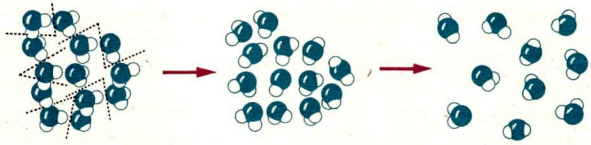

Abb. 44 Modelle zum Bau von Wasser in drei Aggregatzuständen (fest, flüssig, gasförmig)
Molekülen im Molekülkristall leicht überwunden. Die Molekülkristalle werden zerstört, die Moleküle sind dann nicht mehr regelmäßig angeordnet. Im flüssigen und im gasförmigen Aggregatzustand der Stoffe sind die Moleküle gegeneinander beweglich (Abb. 44). Deshalb haben Molekülkristalle gewöhnlich eine geringe Festigkeit und eine niedrige Schmelztemperatur. Es gibt auch Stoffe, zum Beispiel Wasserstoff, Sauerstoff, Stickstoff, deren Molekülkristalle schon weit unterhalb der Temperatur von 0 °C zerfallen sind und die deshalb als Gase mit frei beweglichen Molekülen auftreten. ①
① Erläutere die Änderung des Aggregatzustandes von Wasser anhand der Abbildung 44! Kennzeichne die Teilchen und die Wechselwirkungen zwischen ihnen!
② Vergleiche Stoffe, die durch Symbole gekennzeichnet werden, bezüglich ihres Baues!
③ Wodurch unterscheiden sich die durch Formeln gekennzeichneten Stoffe Wasserstoff, Natriumchlorid und Wasser voneinander?
④ Die Atome der Elemente Sauerstoff, Schwefel und Kalium haben die Protonenanzahlen 8, 16 und 19. Gib die Anzahl der Elektronen und ihre Anordnung in der Atomhülle an!
⑤ Nenne Beispiele für ein-, zwei- und dreifach elektrisch positiv geladene und elektrisch negativ geladene Ionen! Beziehe in die Überlegungen zu elektrisch negativ geladenen Ionen auch zusammengesetzte Ionen mit ein!
⑥ Kombiniere die chemischen Zeichen folgender Ionen zu Formeln für Salze: Na^+, Ca^{2+}, Al^{3+}, Cl^-, NO_3^-, SO_4^{2-}! Benenne die Stoffe!
⑦ Nenne Stoffe, die aus Molekülen aufgebaut sind!
⑧ Beschreibe die chemische Bindung a) in Kaliumchlorid, b) in Chlor und c) in Kalium!
⑨ Schätze mit Hilfe der Differenz der Elektronegativitätswerte die Polarität der chemischen Bindung in folgenden Verbindungen ab: a) Fluorwasserstoff, b) Kaliumjodid, c) Natriumbromid!